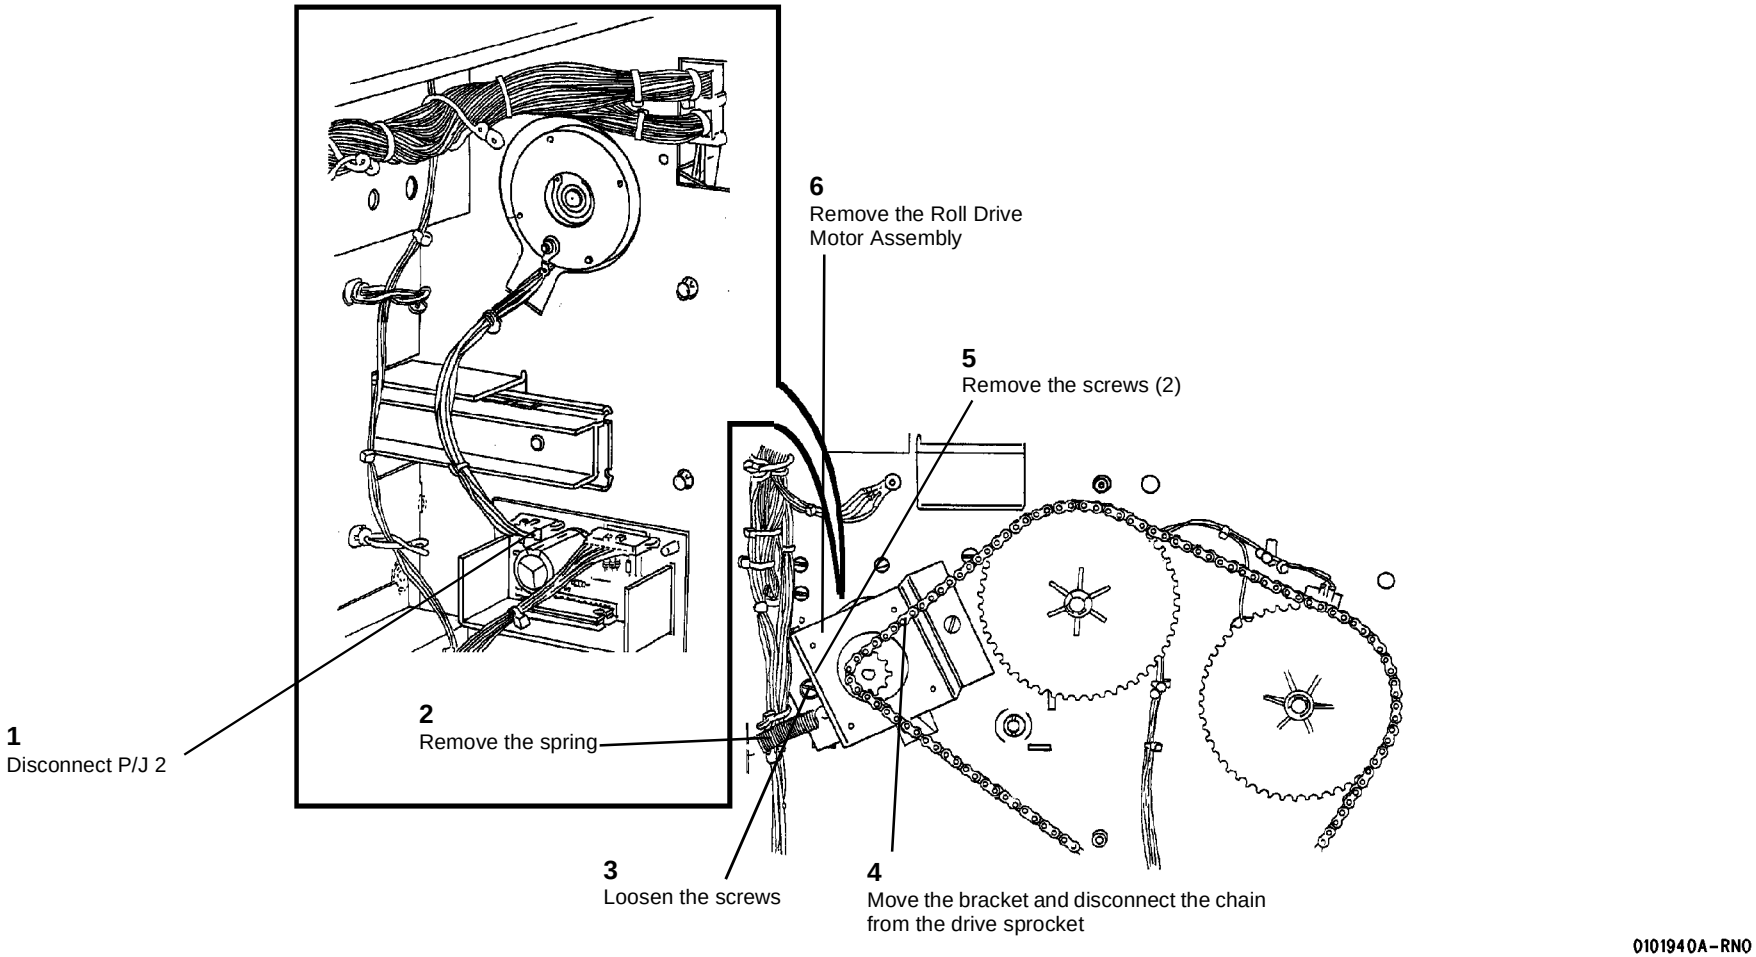

**Figure 1 Removing the Roll Drive Assembly**
2. (Figure 1): Remove the Roll Drive Motor Assembly.